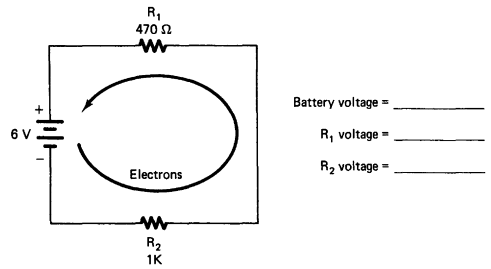

FIGURE 2-2G
12. Construct the circuit of Fig. 2-2G. Measure and record the battery voltage and the voltage drops across R_1 and R_2. Remember that electrons move from negative to positive.